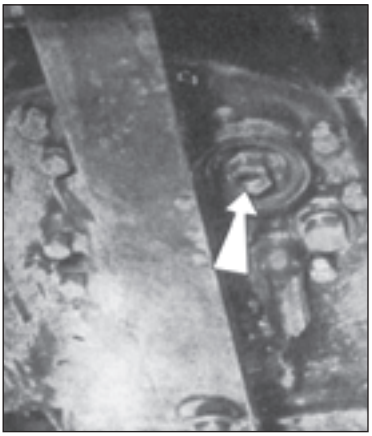

Fig. 198
Every 200 engine hours clean the suction strainer with the magnetic element (Fig. 198) of the hydraulic pump which is situated on the bottom cover of the hydraulic pump. The removal and cleaning of the suction strainer with the magnetic element is to be performed as follows:
1. Unscrew the nut from the hydraulic pump cover (Fig. 198).